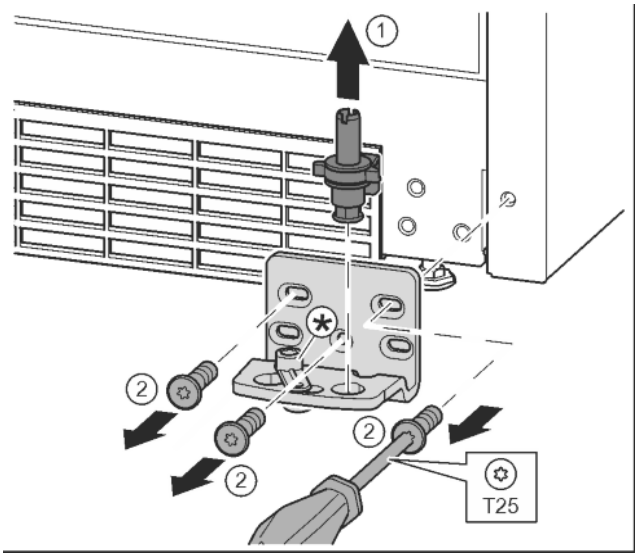

Fig. 15
▶ Lift the bearing pin completely upward and remove. *Fig. 15 (1)*
▶ Undo the screws with a T25 screwdriver and remove the bearing bracket *Fig. 15 (2)*